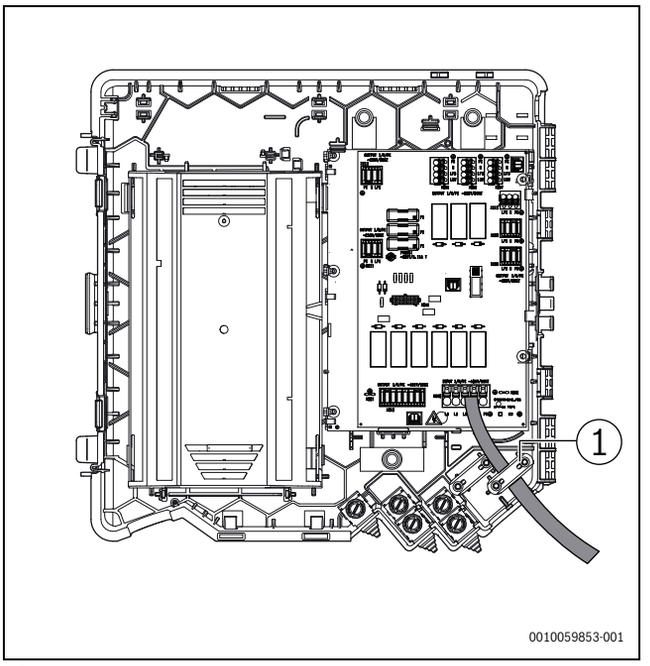

Afb. 38 Zet de voedingskabel vast met de trekontlasting
- ▶ Zet de voedingskabel voor de hoofdstroomvoorziening vast met de trekontlasting [3] (→ Fig. 38, pagina 26) en gebruik een kabeldoorvoer.